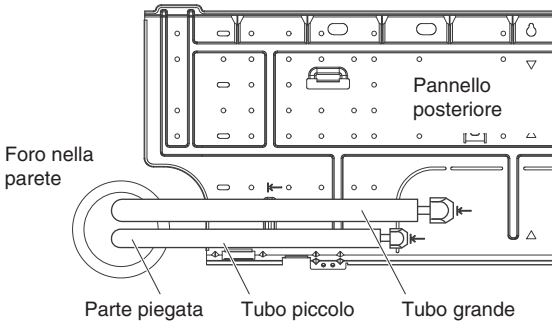

Fig. 3-28
(1) Fare scorrere nella parete i tubi, compreso quello di scarico, lasciando una lunghezza sufficiente per i necessari collegamenti. Con un piegatubi piegarli quanto necessario per il loro fissaggio. (Fig. 3-28)
(2) Spostare il tubo e il tappo di scarico.